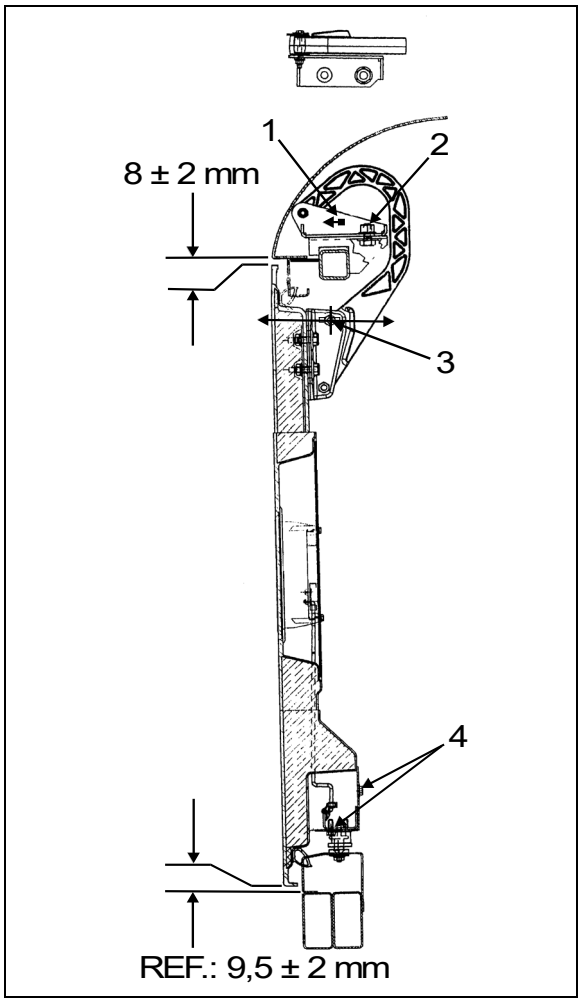

FIGURE 92: DOOR HINGE 18194
1. Open the fuel filler door (1, Figure 92).
2. Loosen the screws (3,Figure 92) holding the panel to hinge (2,Figure 92) assembly.